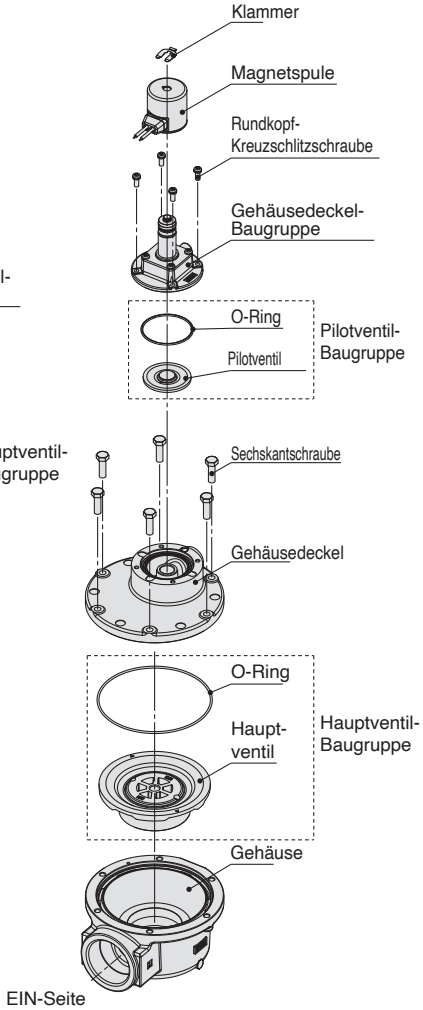

**Abb. 2 Position O-Ring**
2) Den O-Ring in der Gehäusenut montieren. (Siehe Abb. 2)